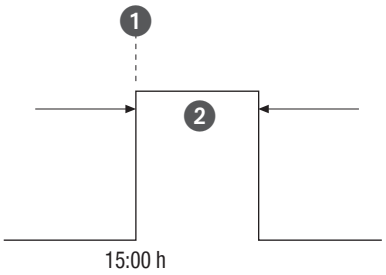

Afb. 31: Impulsschakeling
- (Afb. 31/❶) Starttijd
- (Afb. 31/❷) Duur = Schakeling AAN